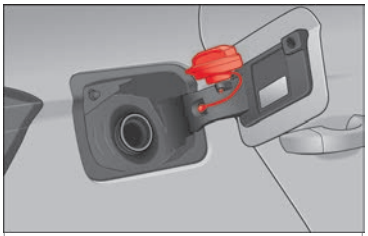

Rys. 64 Klapka wlewu paliwa z zaczepionym korkiem wlewu paliwa.
- Umieścić korek w uchwycie na zawiasie otwartej klapki ››› **rys. 64**.